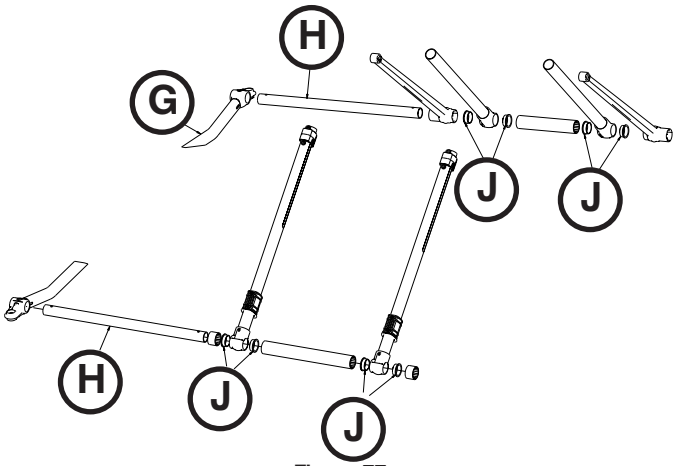

Figura 77
6. Rimuovere l'azionatore del tubo base esterno (G) sul lato danneggiato. Lasciare il lato opposto come supporto del telaio a X (Figura 77).
7. Scorrere i tubi del carrello (H) nelle gambe del telaio a X per allentare il telaio a X (Figura 77).
8. Rimuovere il tubo interno e conservare i raccordi (J) per riutilizzarli sul nuovo tubo (Figura 77).